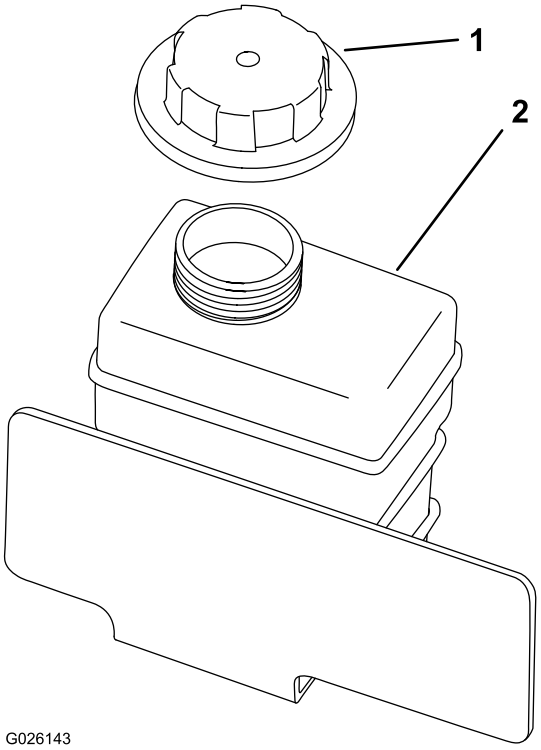

Figur 63
4. Fjern reservetankens dæksel (Figur 63).